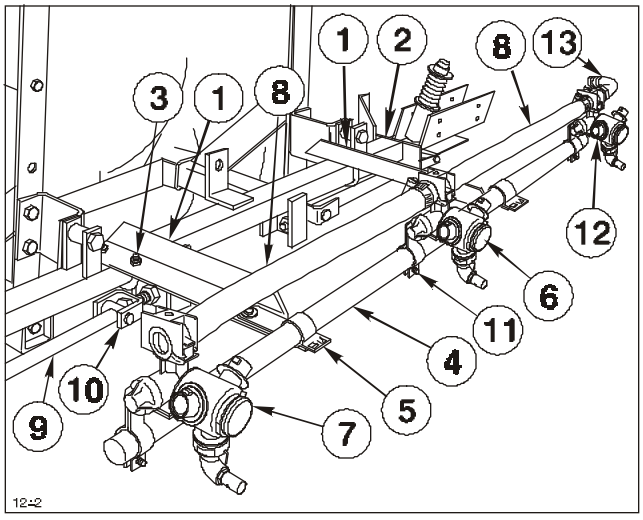

FIG. 13
6. Position the (2) Center Boom Angles on the Main Frame and secure them to the Main Frame tube with (2) square U-bolts, (4) flat washers and hex nuts. See FIG. 13.
7. Center and attach the Center Boom Pipe to the two Center Boom Angles with (2) clamps, (2) 3/8" x 1" cap screws, flat washers and lock nuts. Once mounted the Center Boom Pipe should be approx. 20" (508mm) to 30" (762mm) from ground.
8. Loosely attach the Double Barb Turret Body with the Turret Body Clamp in the approximate center of the Center Boom Pipe. For the most uniform spray coverage, position all Nozzles level as shown in FIG. 13.
10. Place two Hose Clamps on two 3/4" x 19" Jumper Hoses and connect the two "end" Turret Bodies to the Double Barb Turret Body. Space nozzles 20" apart and tighten fasteners securely. Apply thread sealer and install the 90° 3/4" Hose Barb on the Threaded Turret Body. See FIG. 13.
11. Attach the two Strut Assemblies to the two adjustable clevis found on each side of the Main Frame tube with (2) 1/2" x 2" clevis pins and (2) 1/8" x 1" cotter pins. See FIG. 13.
16. Adjust the Booms to a level position by adjusting the jam nuts on the adjustable clevis assemblies (See FIG. 13) to the desired position, then tighten the end nuts against the Main Frame plate.
27. Attach a 3/4” x 50” hose to Hose Barb in bottom of Cross. Route to 90° Hose Barb at R.H. end of Center Boom Pipe. (See FIG. 13) Mark Hose and cut to proper length. Attach hose to 90° Hose Barb using hose clamp.